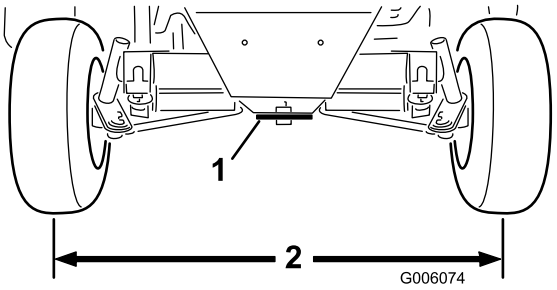

Figur 58
3. Juster begge parallellstagene til avstanden fra midten til midten foran og bak på bakhjulene er den samme (Figur 58).